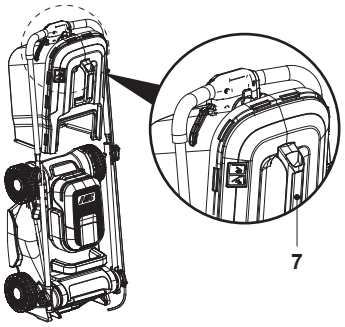

**Fig. 24**
8. It's recommended to store the mower with the grass catcher (7) hooked on the mower and the mulching insert (23) installed in the mower (Fig. 24).